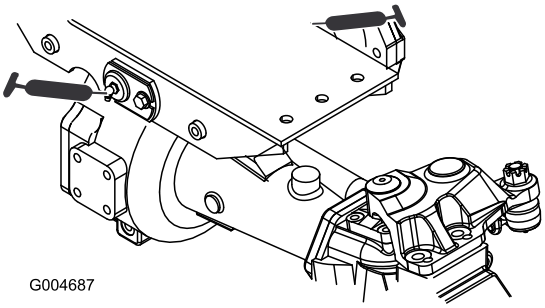

Bild 35
- Zwei Drehbüchsen an der Vorder- und Hinterachse (Bild 35)